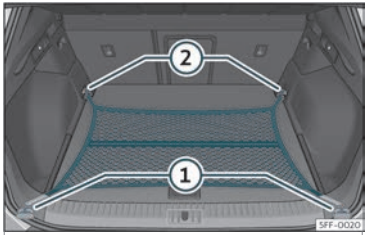

Abb. 112 Im Gepäckraum: flach eingehängtes Gepäckraumnetz.
- Hängen Sie die Haken in die Verzurrösen ① und ②››› **Abb. 112** ein ››› ⚠. Der Reißverschluss des Gepäckraumnetzes muss dabei nach oben zeigen.